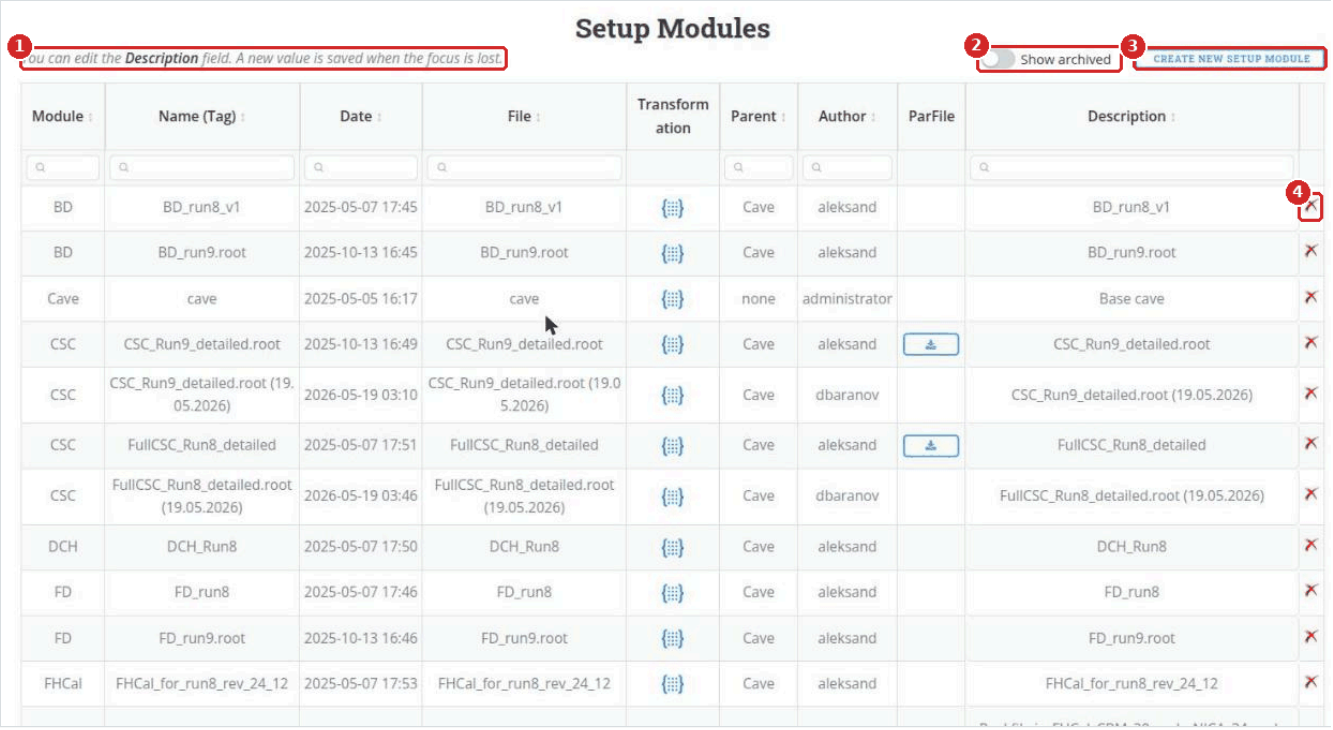

Figure 24. EDIT SETUP MODULES: (1) editable descriptions, (2) Show archived, (3) CREATE NEW SETUP MODULE, (4) delete or archive
1. In the menu, click **EDIT GEOMETRY › EDIT SETUP MODULES**. The **Setup Modules** table opens (Figure 24).